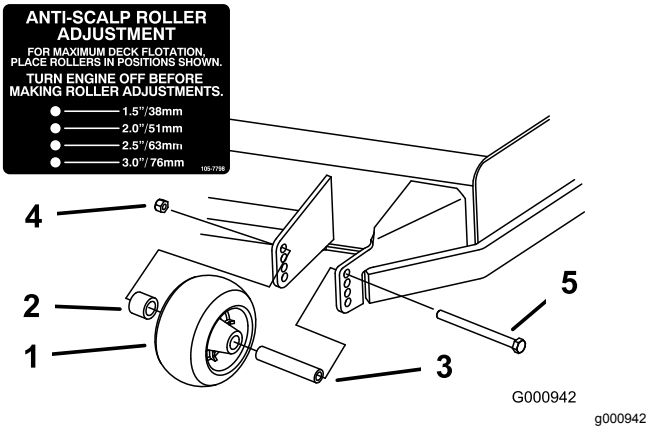
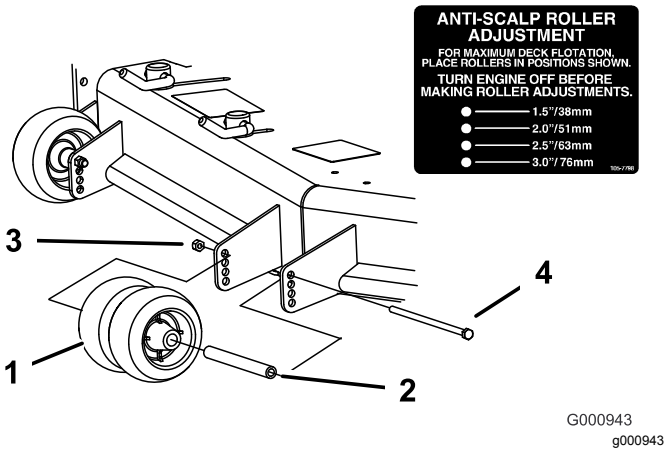
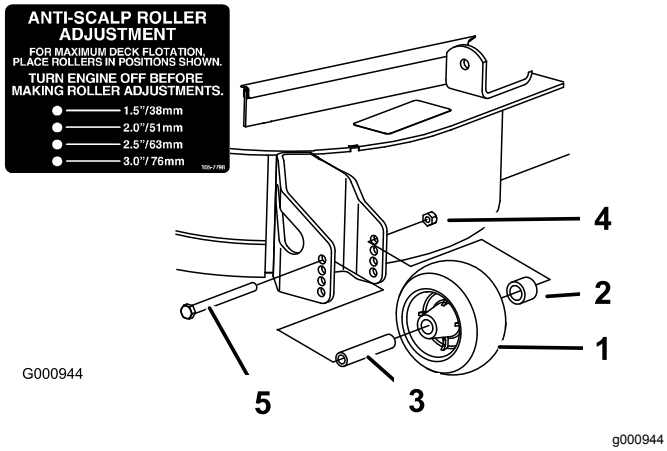

Figur 29
Figur 30
Figur 31
3. Justera antiskalvalsarna på det sätt som visas i Figur 29, Figur 30 och Figur 31.